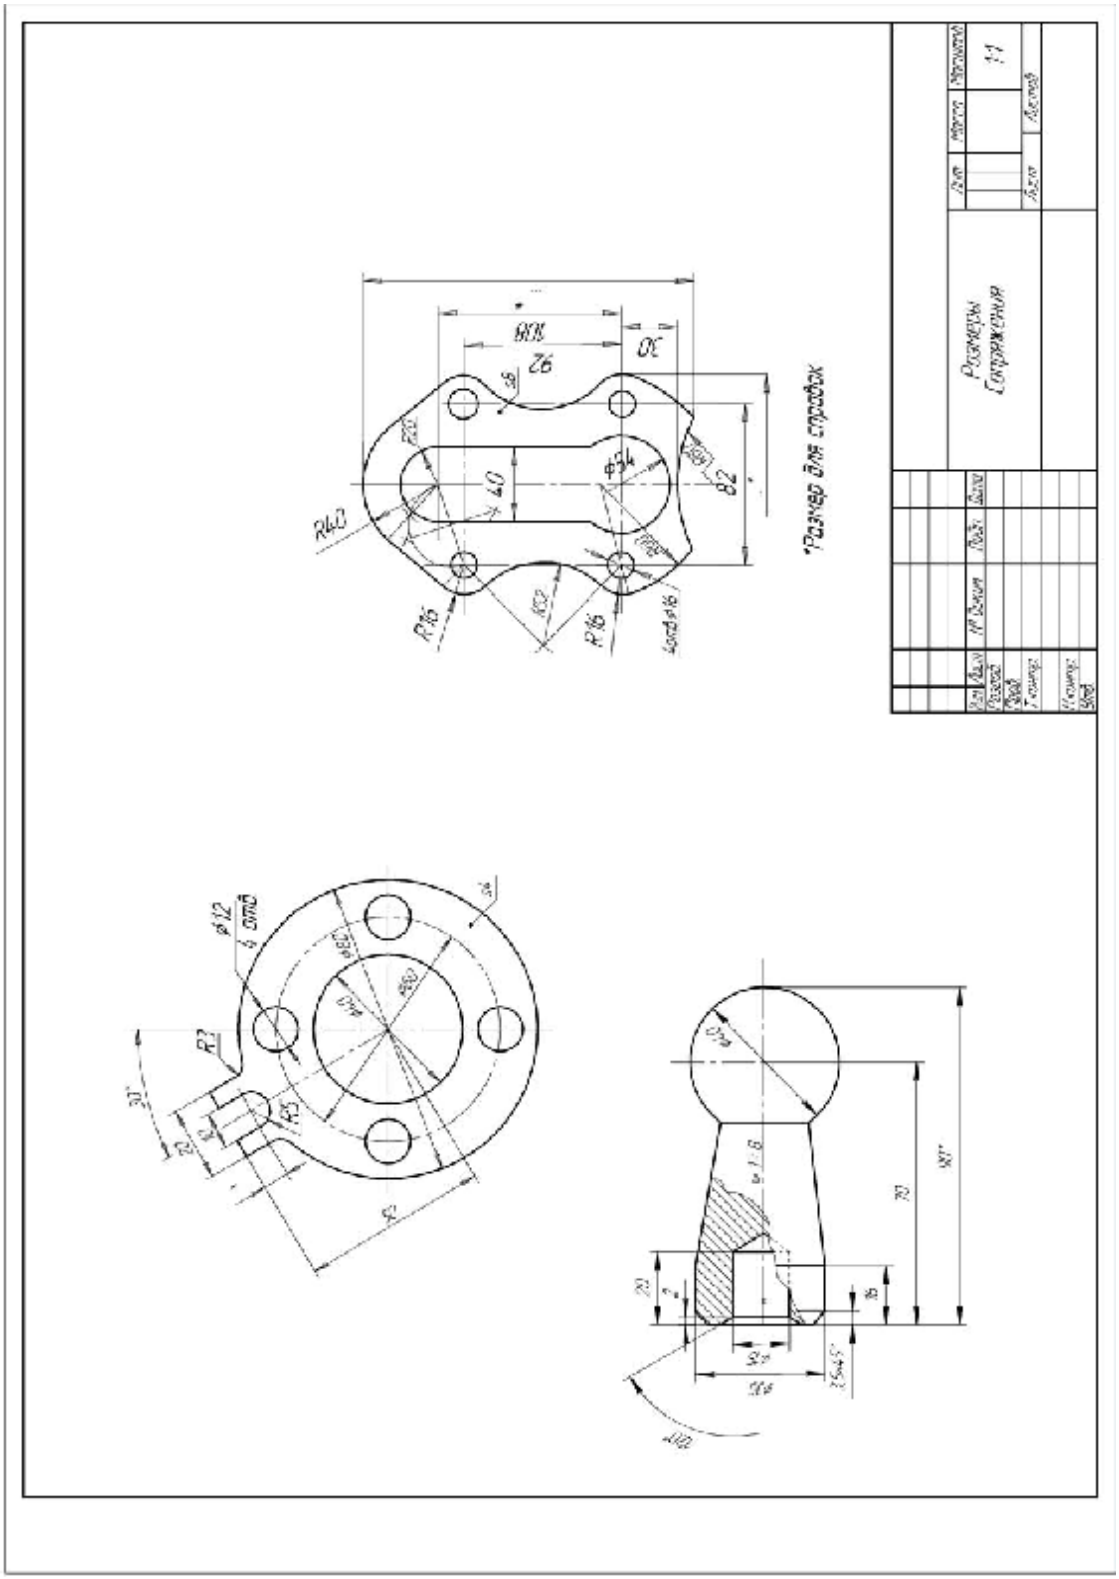

Рисунок 4.25– Приклад виконання креслення роботи 4.
6) Виконайте всі інші необхідні побудови згідно зі своїм варіантом завдання та нанесіть необхідні розміри. Виконане креслення наведене на рис. 4.25.